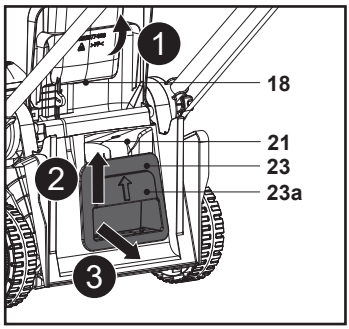

Fig. 15
8. Lift the recess handle (23a) and then pull the mulching insert (23) out of the rear discharge chute (21), then remove the mulching insert (23) (Fig. 15).